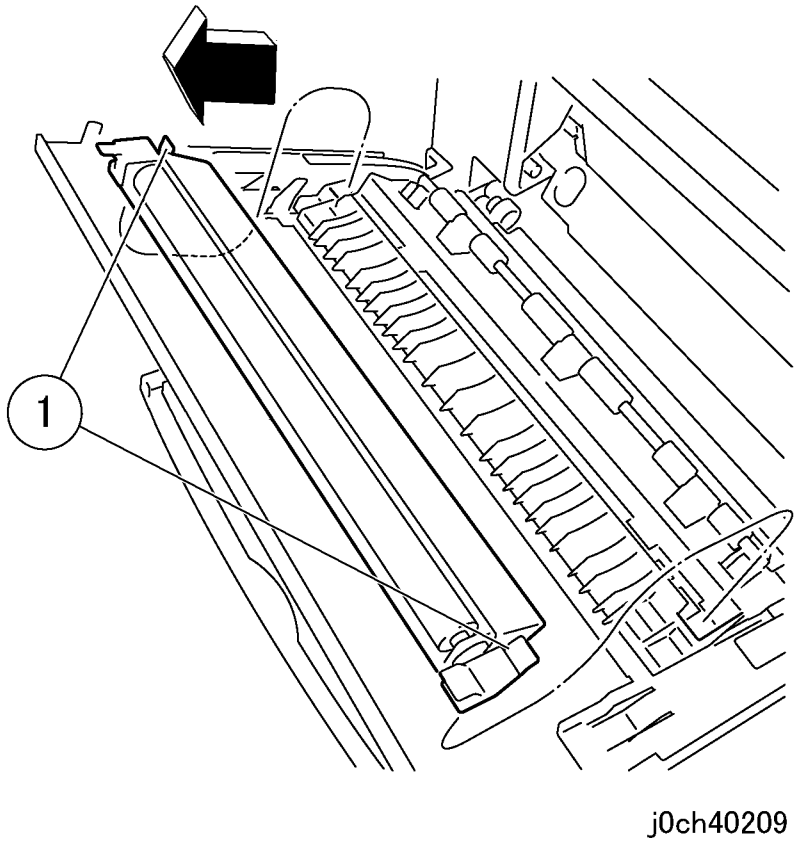

Рисунок 1 Снятие узла BTR (j0cp40209)
2. Снимите валик BTR (рисунок 1).